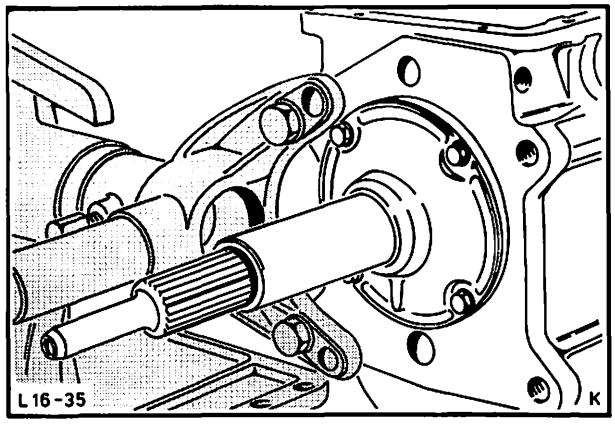

Abb. 48 Führungshülse – Drucklager abbauen
14. Führungshülse – Kupplungsdrucklager abbauen (4 Schrauben), Abb. 48. Anschließend Antriebswelle mit Nadellager herausnehmen.